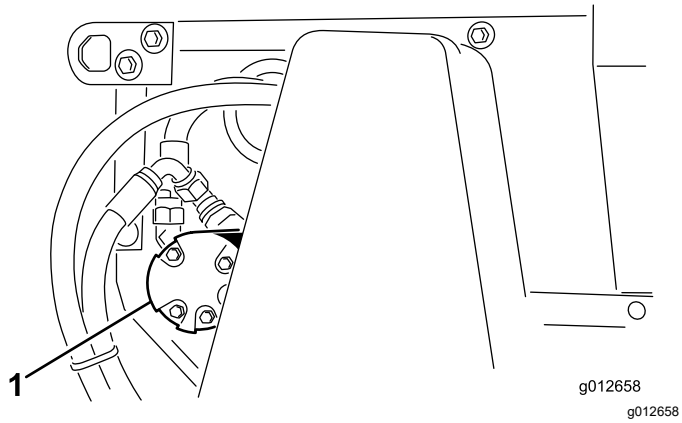

Figuur 41
2. Zet de moeren los waarmee de motor van de borstel (Figuur 41) aan de linkerkant van de machine bevestigd is.